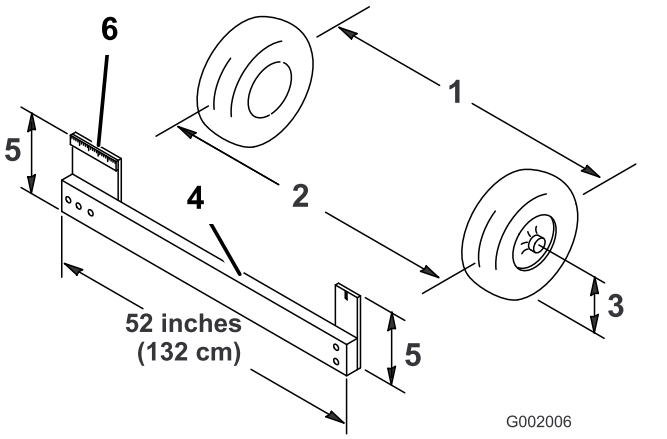

Figur 47
4. Mät avståndet mellan de båda framhjulen vid axelhöjd, både framtill och baktill på framhjulen (Figur 47).
Obs: Du behöver en fixtur eller justeringsmätare för att mäta baksidan av framhjulen i axelhöjd. Använd samma fixtur eller justeringsmätare för att noggrant mäta framdelen på framhjulen vid axelhöjd (Figur 47).